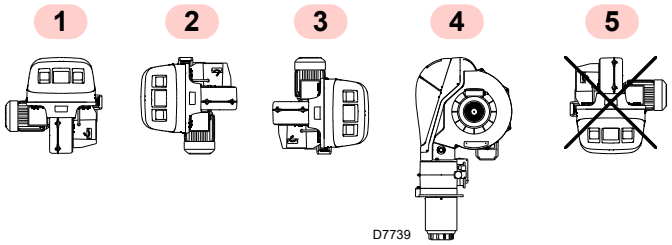

Afb. 9
- De brander is uitsluitend ontworpen om te werken in de posities **1**, **2**, **3** en **4** (Afb. 9).